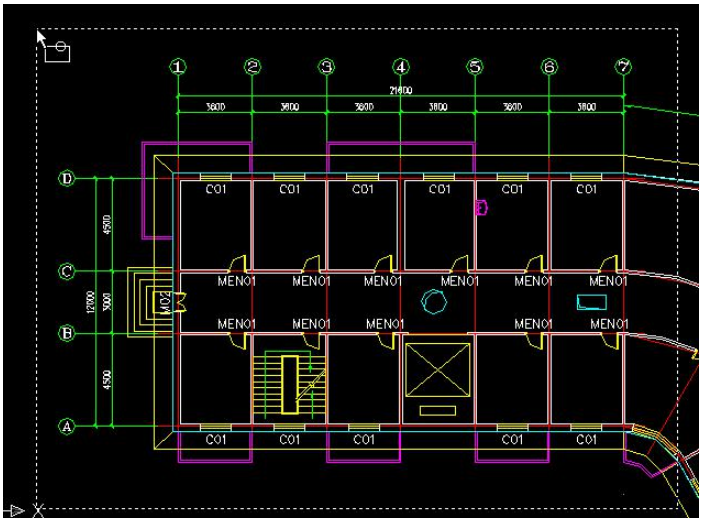

图 13-1-2 框选要导出的属性块
2、在图中选取属性块，支持框选，软件自动过滤选择属性块。如图 13-1-2 所示。